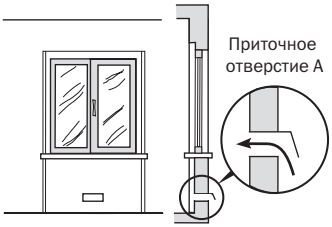

Рис. 2. Пример обеспечения притока воздуха
- Воздух может поступать прямо с улицы через трубу, с конструкцией не допускающей засорения (Рис.2).